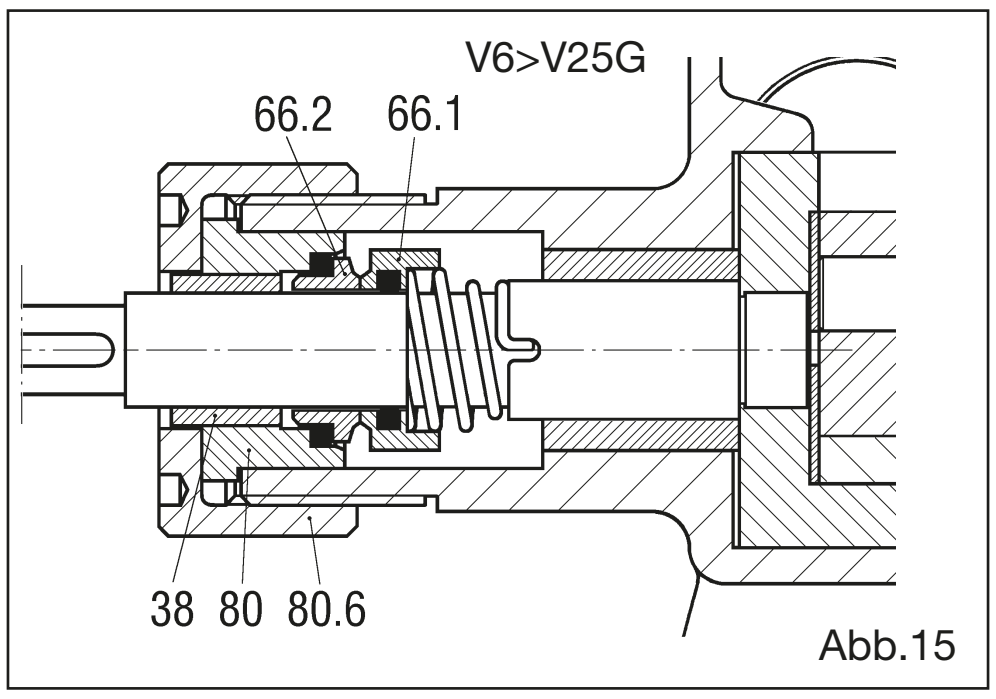

Abb.15
11.8 Entfernung der mechanischen Dichtung ST5, ST6 Pumpen aus Guss von V6 bis V25 (Abb. 15)